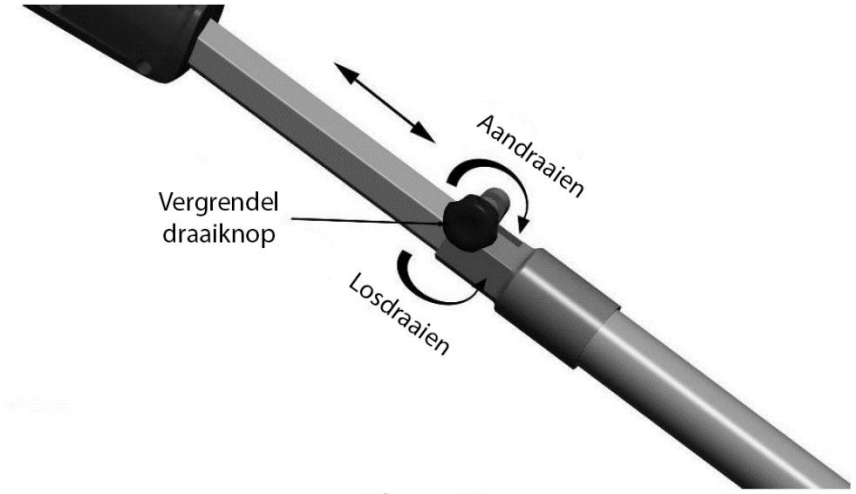

Figuur 5
3. Om de lengte vast te zetten draai je de draaiknop weer strak aan (zie figuur 5).